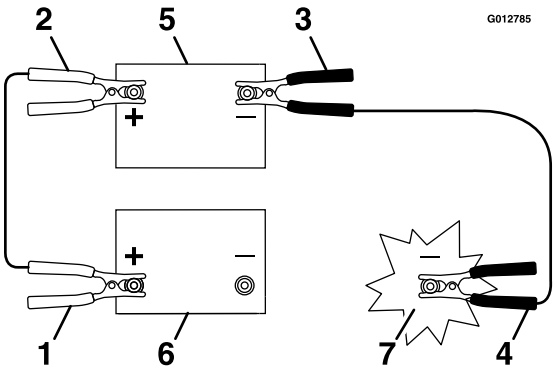

Figur 59
3. Anslut pluskabeln (+) till pluspolen (+) på det urladdade batteriet som är anslutet till startmotorn eller elektromagneten enligt Figur 59.